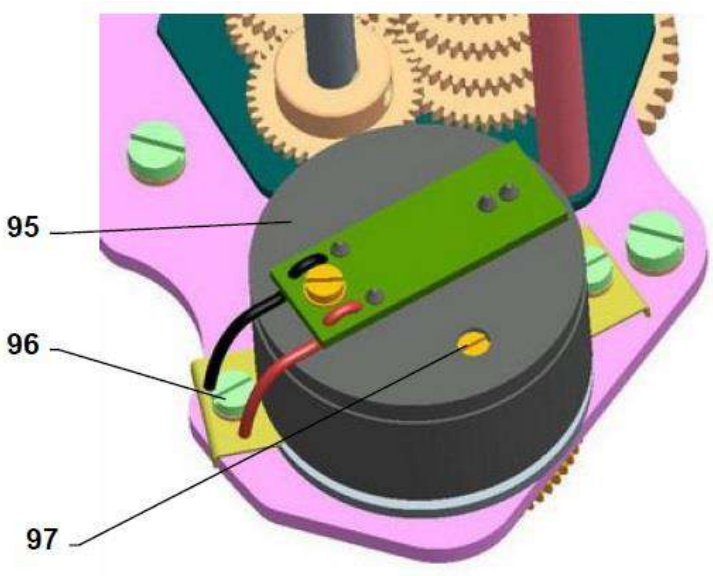

Рис.9
В этой главе описывается установка датчика на специфицированные параметры (стандартные величины выходных сигналов) в том случае, если произошла их перестановка. Емкостный датчик (поз. 95, рис.9) служит как датчик положения ЭП с унифицированным выходным сигналом 4 – 20 мА.
Примечание: С помощью триммера (97),Рис.9 можно унифицировать выходной сигнал емкостного датчика, установить его для любой величины хода , отвечающей приблизительно от 50% и до 100% максимальных рабочих оборотов на данном ступени по Таб. № 3.